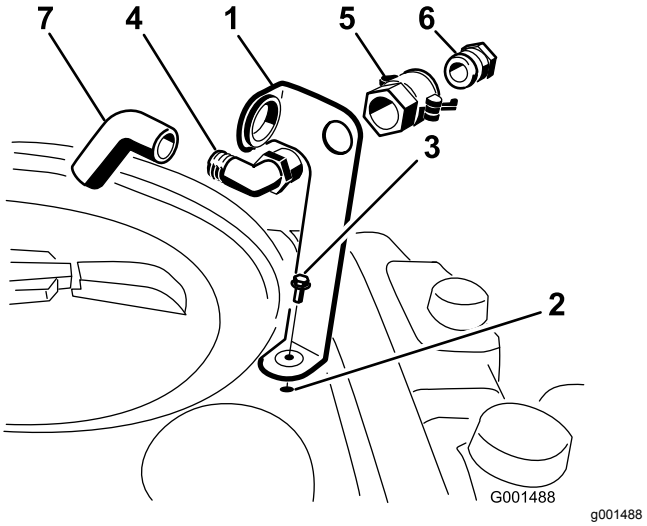

Rysunek 3
1. Umieść wspornik przyłącza napełniania na gwintowanym otworze w zbiorniku i przykręć go śrubą kołnierzową (5/16 x ¾ cala) w sposób pokazany na Rysunek 3.
2. Przełóż gwintowany koniec kolanka 90° przez otwór we wsporniku i przykręć do niego szybkozłącze, mocując kolanko do wspornika (Rysunek 3).
3. Zamontuj złącze adaptera węża do szybkozłącza (Rysunek 3).
4. Zablokuj adapter, przekręcając dźwignie w stronę wspornika, a następnie zamocuj je zawleczkami (Rysunek 3).
5. Zamontuj przewód przeciwdziałający rozpryskiwaniu, przekładając go przez otwór we wsporniku i mocując do karbowanego końca złącza kolankowego 90° (Rysunek 3).